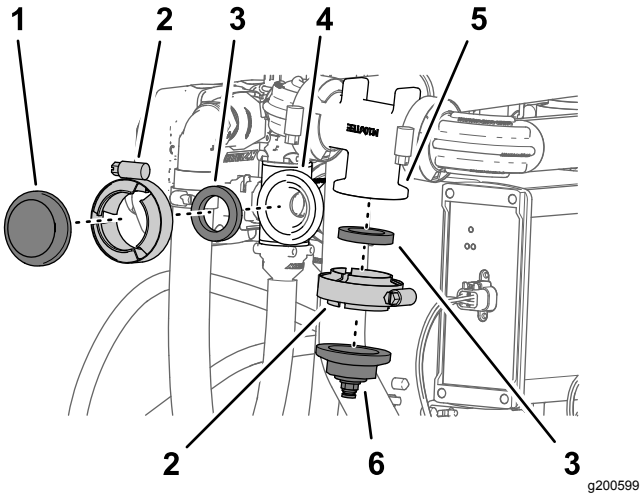

Figuur 135
1. Verwijder de flensklem en de pakking waarmee de vlakke dop aan de flens van spuitdopklep 10 is bevestigd (Figuur 135).
2. Verwijder de flensklem en de pakking waarmee de dop en buisfitting bevestigd zijn aan de flens van het verdeelstuk van de vloeistofstroommeter (Figuur 135).